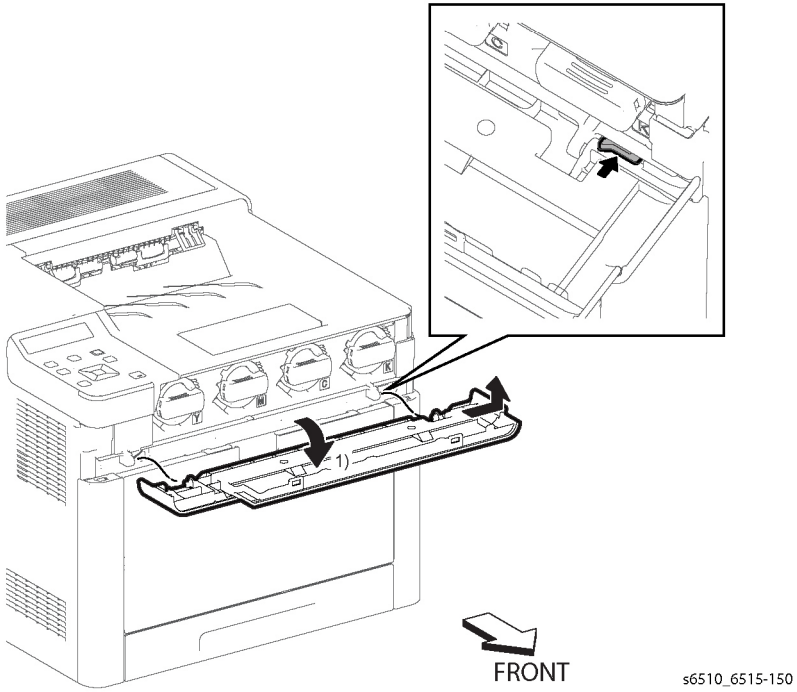

Figure 1 Remove the Toner Cover Assembly (SFP)
2. Refer to the detail in Figure 1 to release the latch attaching the Toner Cover.